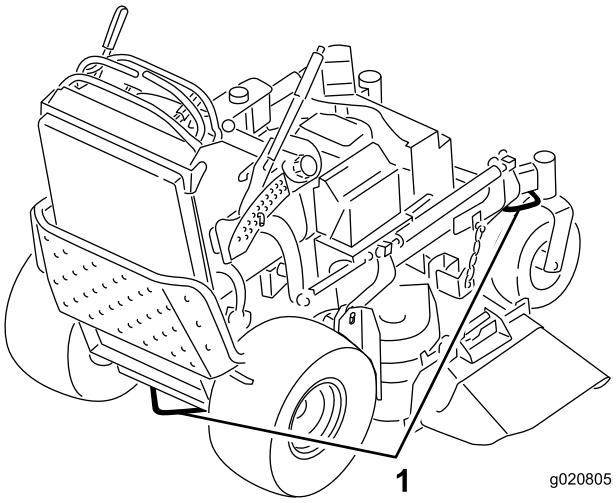

Figur 26
6. Brug metalstropperne på maskinen til at fastgøre maskinen til anhængeren eller lastbilen med stropper, kæder, kabler eller reb (Figur 26).